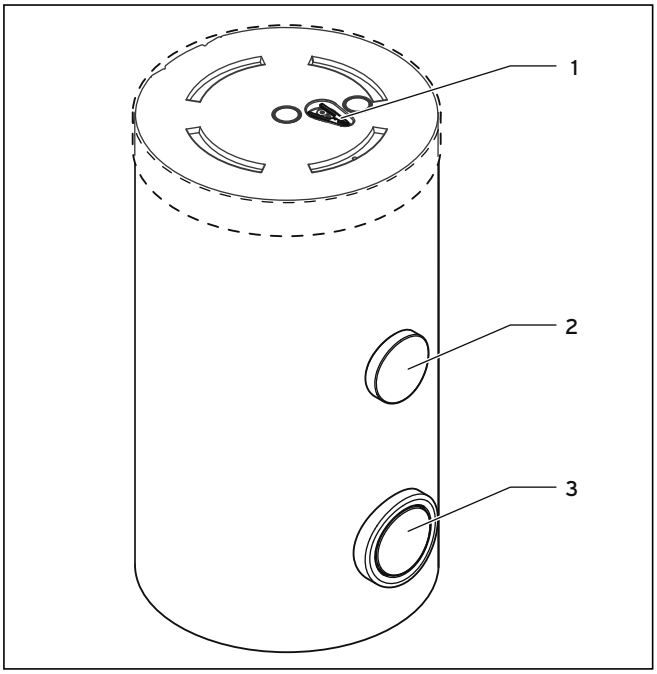
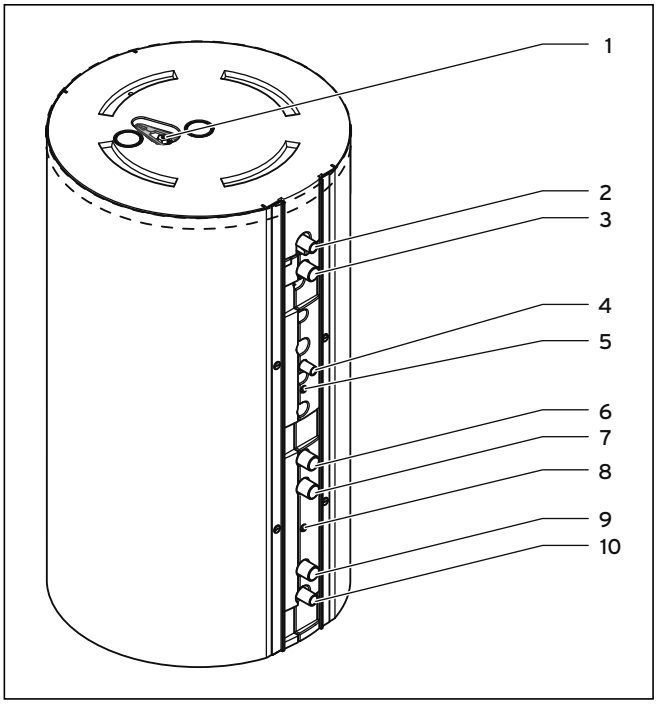

Figura 2.1 Vista anteriore dell'apparecchio
Figura 2.2 Raccordi dell'apparecchio
Per garantirne una lunga durata, i bollitori e le serpentine sono smaltati sul lato acqua sanitaria. Quale misura anche corrosiva aggiuntiva , ogni contenitore dispone di due anodi di protezione al magnesio (→ **figura 2.1, pos. 3 e figura 2.2, pos. 1**). È inoltre disponibile come accessorio un anodo elettrolitico non richiedente manutenzione.